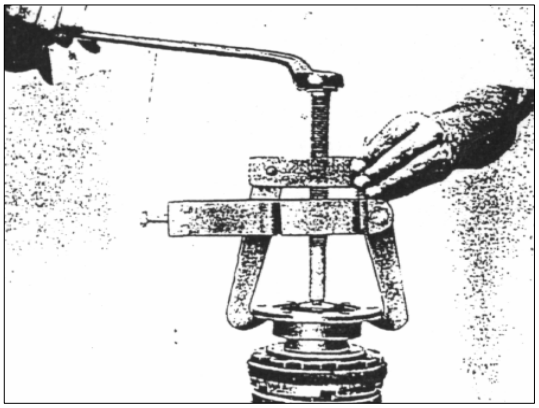

РИС. 323
2) Снимите соединительный фланец из шестерни, используя съемник 2640 5890 3505 (см. рис.323), снимите кольцевую гайку и упорную шайбу.